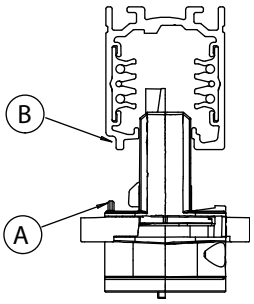
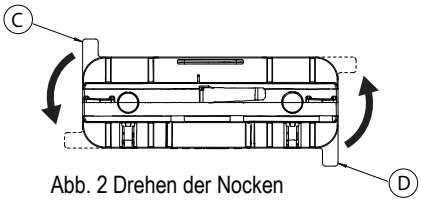

Abb. 1 Mechanischer Schlüssel
Abb. 2 Drehen der Nocken
Setzen Sie den Adapter so in die Stromschiene ein, dass der mechanische Schlüssel (A) vom Adapter in die Aussparung an der Schiene zum Sitzen kommt (Abb. 1). Die Hebel der beiden Nocken (C) und (D) um ca. 90° drehen, bis sie blockiert sind (Abb. 2).